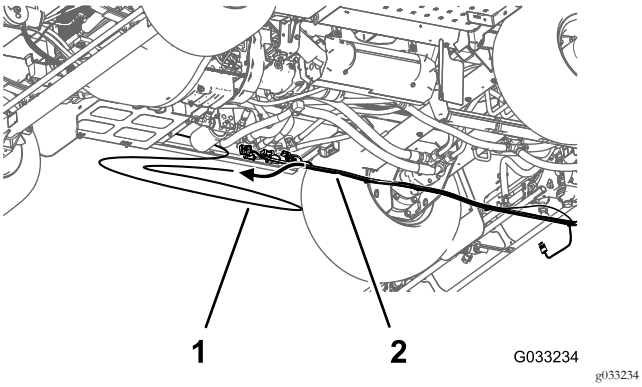

Figura 27
7. Retire el tubo del sensor de presión del indicador del salpicadero del arnés de cables trasero de la máquina (Figura 27).